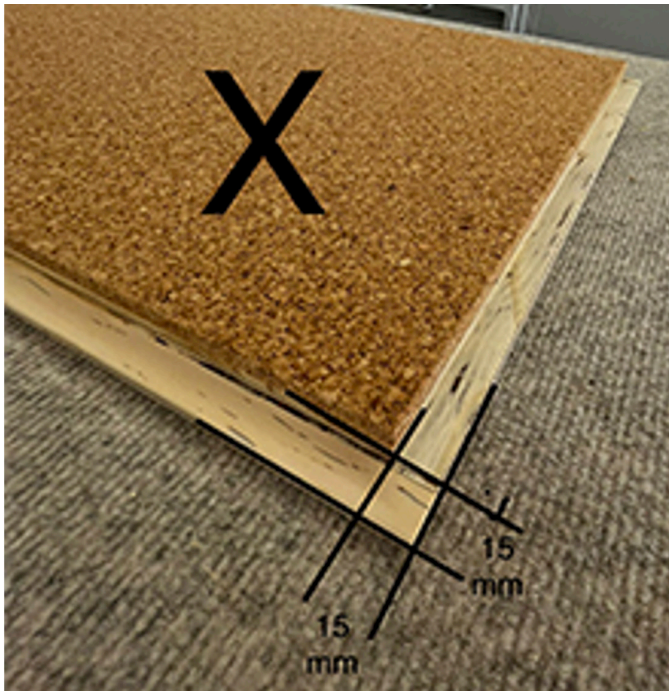

Abbildung 13: Passung 15 mm
Der Kork (g) wird mit Holzleim auf die Unterseite der Platte (f) geklebt und verpresst (vgl. Abb. 13). Sind diese zwei Werkstoffe verbunden, kann die Deckelplatte auf 15 mm x 400 mm x 600 mm zugesägt werden.
Damit der Deckel (X) formfest die Kiste (A) schließt, muss an der Tischkreissäge eine Passung eingesägt werden. Hierzu wird an den Außenkanten des Deckels (X) auf der Innenseite, die mit Kork (g) laminiert ist, ein Falz von 15 mm x 15 mm eingesägt (vgl. Abb. 13). Der Deckel (X) schließt nun zuverlässig die Kiste.